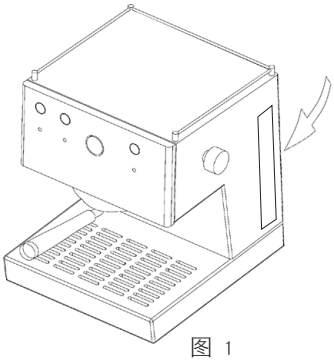

图 1
2. 在水箱中注入清水（见图 1）。检查进水管道是否浸没在水箱中。